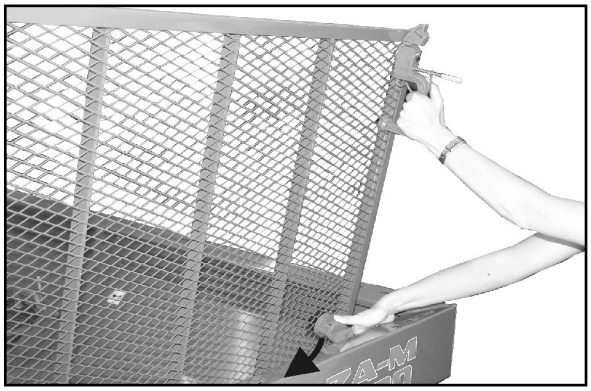

Fig. 18
3. Schutzgitter hochklappen bis Arretierung am Behälterrand einrastet (Fig. 18).
- Vor dem Schließen des Schutzgitters Arretierung herunterdrücken (Fig. 18).